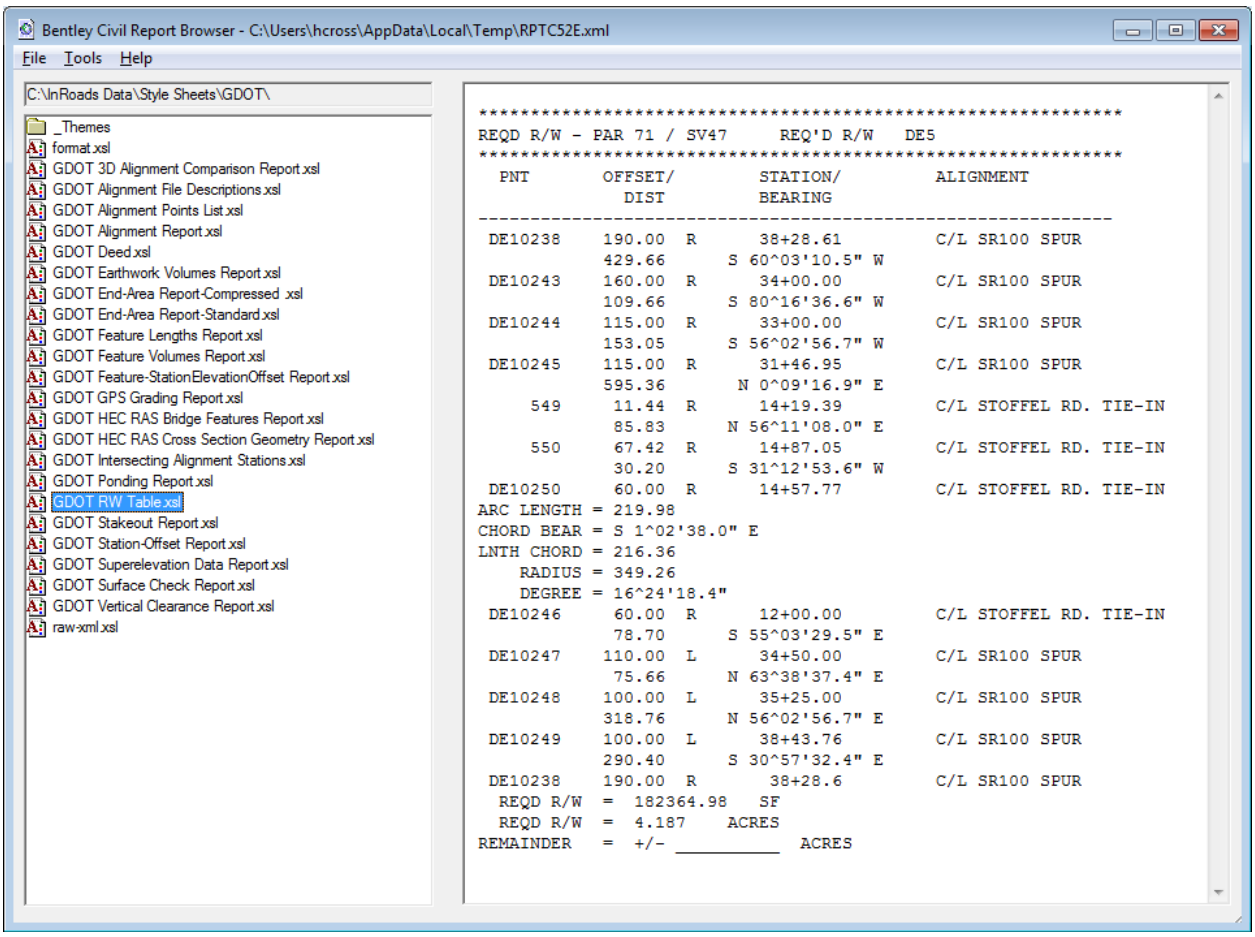

Figure L12-61 Bentley Civil Report Browser
55.	**Create the R/W Table.** • In the **Bentley Civil Report Browser**, highlight **GDOT RW Table.xsl**. • Verify your view matches that shown in *Figure L12-61*.